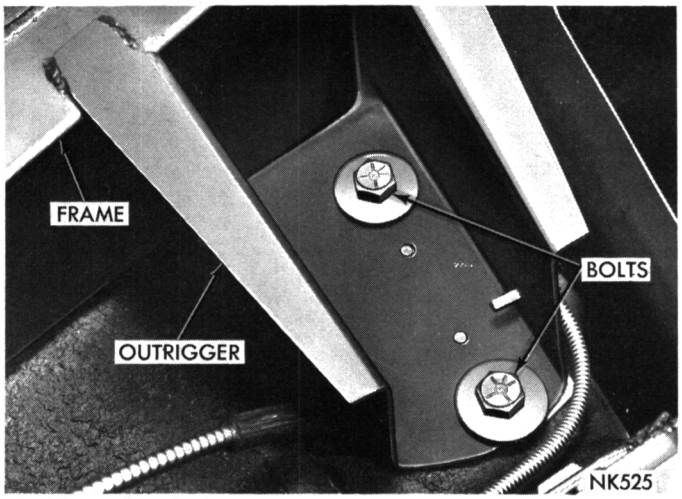

Fig. 4—Body to Outrigger Mounting
(6) Disconnect speedometer cable, electrical leads at starter, gas line at frame connection and plug line, emergency brake cable at rear cable attaching bracket and remove from rear frame crossmember.
(7) Support vehicle securely on stable floor stands (4,000 lbs. capacity) at rear of rear spring shackle boxes. At the front of vehicle place stands under body at rear of stub-frame at the side sill area, place a 4 x 4 inch x 7 foot wood beam across stands for extra strength and 2 x 4 x 6 inch pieces of wood on top of main support beam and to lower flat surface of the side sills. Then lower rear axle to lowest position to assist in balancing body weight when frame assembly is removed.
(8) Position a hydraulic transmission jack under the frame rear crossmember and remove the frame to body bolts (Fig. 4 and 5), and yoke to frame crossmember nuts and washers.
(9) Remove the frame assembly from the vehicle by lowering the front post and trasmission jack slowly at the same speed.
(10) If a twin post hoist is not available the vehicle can be supported on short stands about 36 inches high and using the same wood blocking with the use of floor jacks to support the transmission and suspension the stub-frame assembly removal can be accomplished.
(11) If frame is to be replaced transfer serviceable parts to new frame.